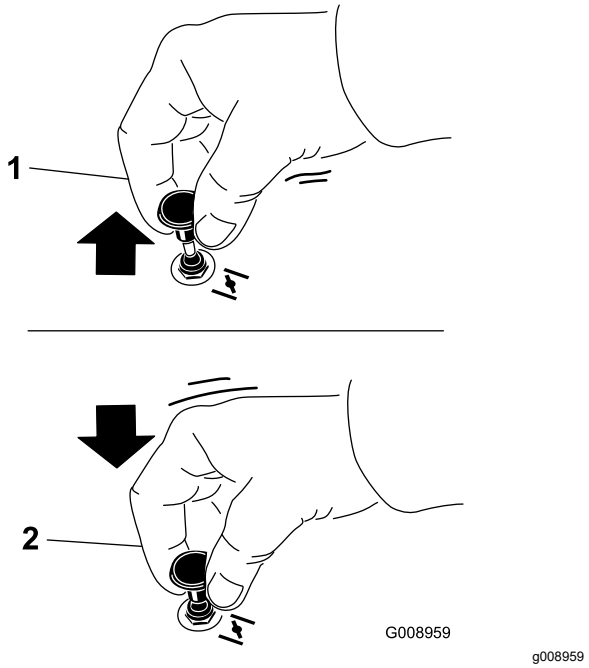

**Figur 22**
1. Dra opp chokeknappen for å koble til choken før du bruker tenningsbryteren (Figur 22).
2. Dra ned chokeknotten for å koble choken fra når motoren har startet (Figur 22).